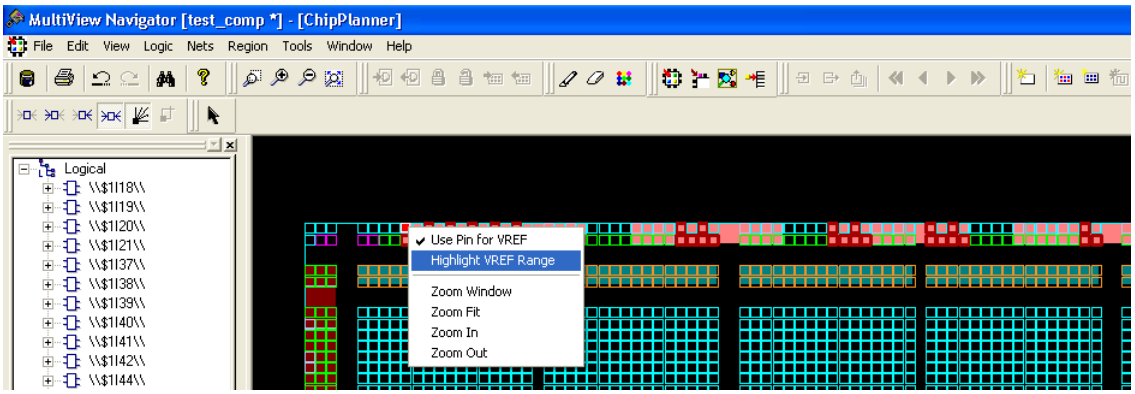

***Figure 8-15* • V_{REF} Range**
4. Right-click and then choose **Show V_{REF} range**. All the pins covered by that V_{REF} pin will be highlighted (Figure 8-15).